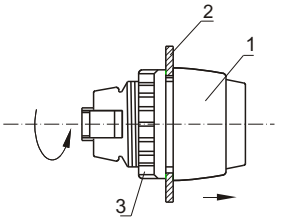

Rys.6.
2. Odkręcić nakrętkę (3) co pozwoli na swobodne wyjęcie napędu (1) z pulpitu sterowniczego (2) rys.6.